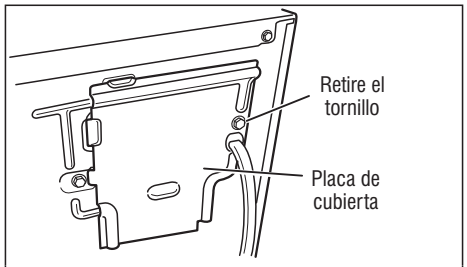

Figura 2 *Retire la placa de la cubierta.*
2. Retire la placa de cubierta de la esquina superior derecha de la parte posterior de la secadora. Vea la figura 2.